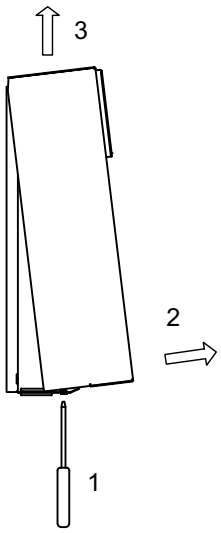

Fig. 3.2:Apertura del coperchio
- Aprire il coperchio del regolatore (Fig. 3.2 a pag. 4).